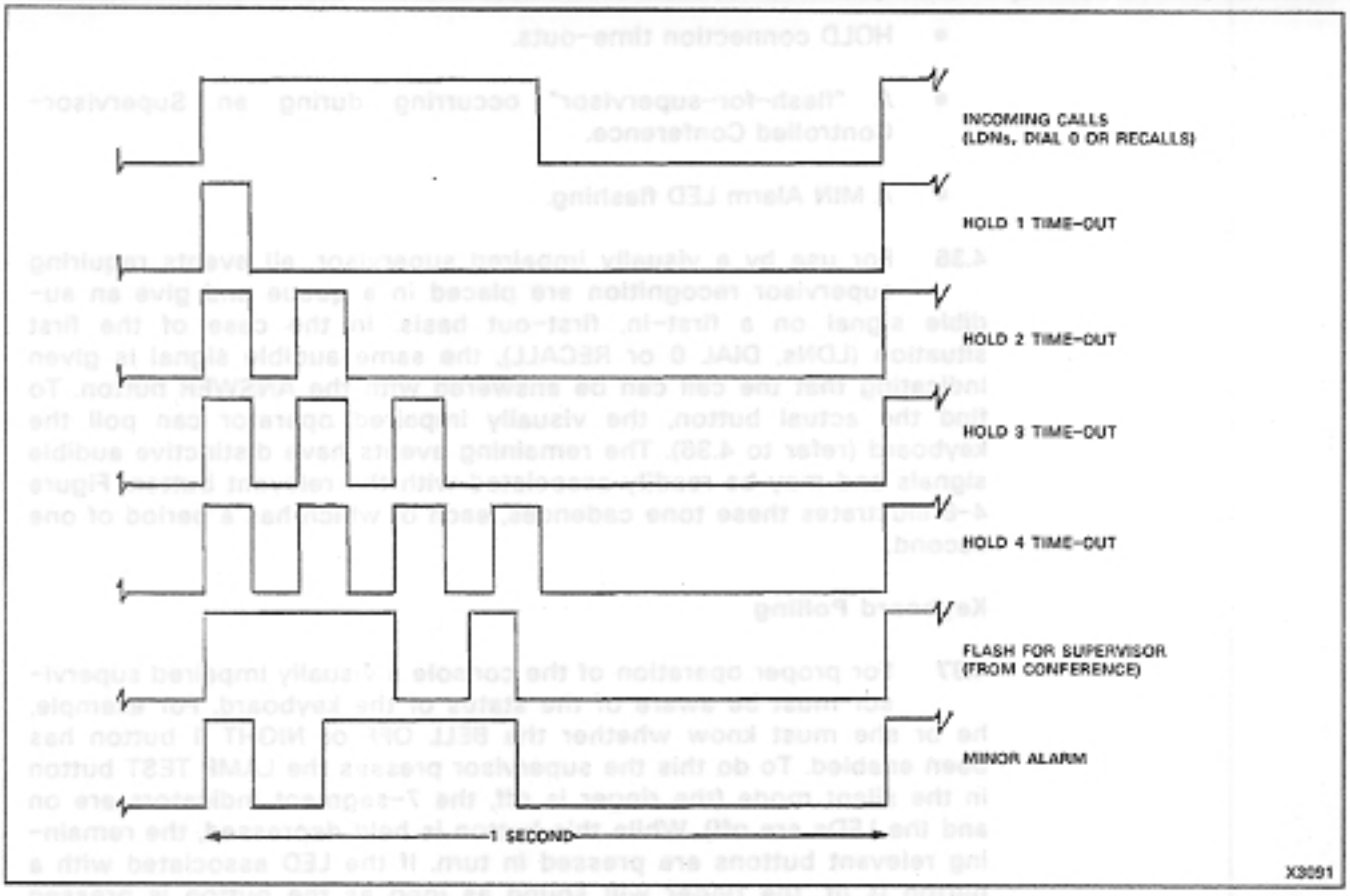

Figure 4-6 Audible Tone Signal Cadences
4.36 For use by a visually impaired supervisor, all events requiring supervisor recognition are placed in a queue and give an audible signal on a first-in, first-out basis. In the case of the first situation (LDNs, DIAL 0 or RECALL), the same audible signal is given indicating that the call can be answered with the ANSWER button. To find the actual button, the visually impaired operator can poll the keyboard (refer to 4.36). The remaining events have distinctive audible signals and may be readily associated with the relevant button. Figure 4-6 illustrates these tone cadences, each of which has a period of one second.